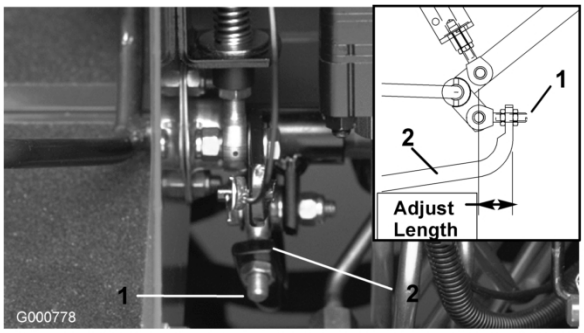

Figur 59
4. Juster kontramøtrikkerne på pumpestangens ende for at flytte pumpekontrolslangen fremad for at afhjælpe krybning fremad, eller flyt den bagud for at afhjælpe bagudrettet krybning (Figur 59).